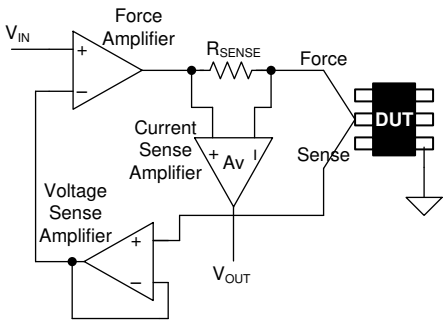

Figure 7-1. FVMC Measurement in PMU
Figure 7-1 shows a simplified diagram of the PMU in FVMC configuration. The control loop consists of the force amplifier with the voltage sense amplifier (unity gain in this example) making up the feedback path. Current flowing through the DUT is measured by sensing the current flowing through a sense resistor (R_{SENSE}) in series with the DUT. The current sense amplifier with a gain of Av generates a voltage (V_{OUT}) at its output and the voltage can then be measured by an ADC. The voltage produced at the DUT pin stays at the input voltage level (IN) as long as the force amplifier does not rail out (for example, $I_{DUT} \times R_{SENSE}$ x Av stays within the input voltage range of the force amplifier). Depending on the level of the DUT current to be measured, different gain settings need to be configured for the current sense amplifier.